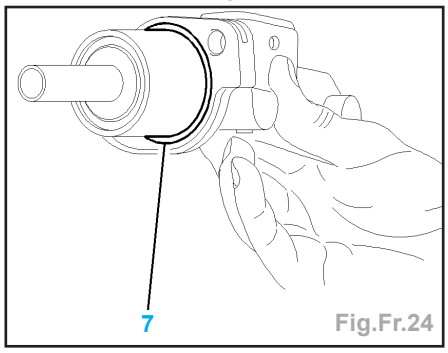

Fig.Fr.24
- Remplacer systématiquement le joint d'étanchéité (7) (Fig.Fr.24).